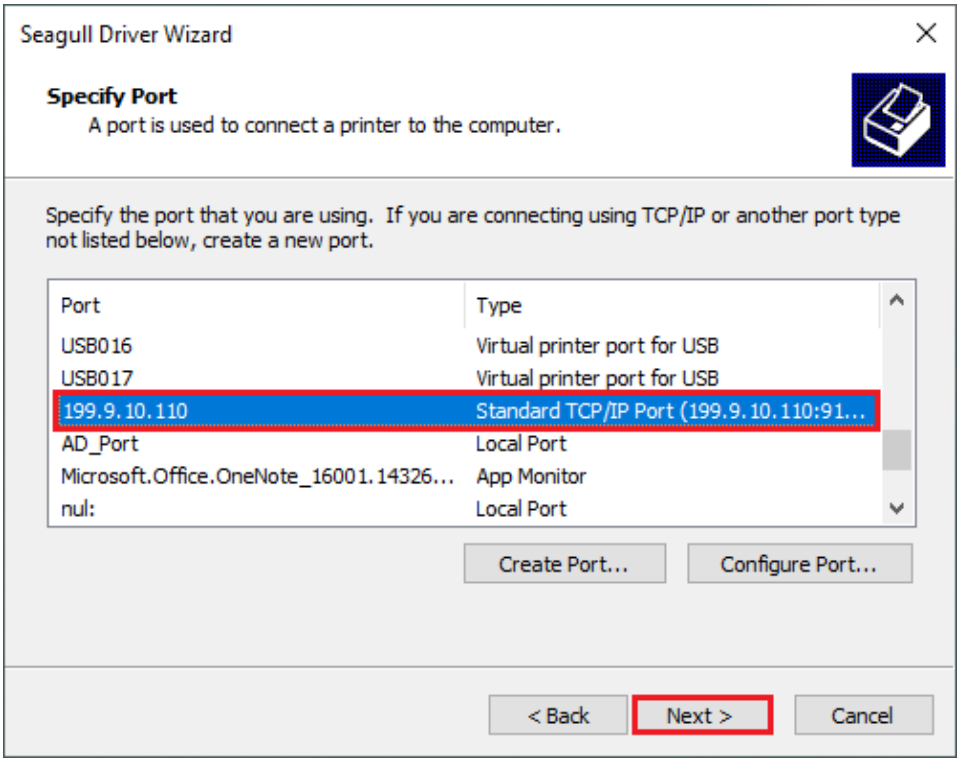

Figure 2-35 Specify Port Screen
9. Return to the "Specify Port" screen, select the TCP/IP Port that has been added, and click "Next", as shown in Figure 2-35.